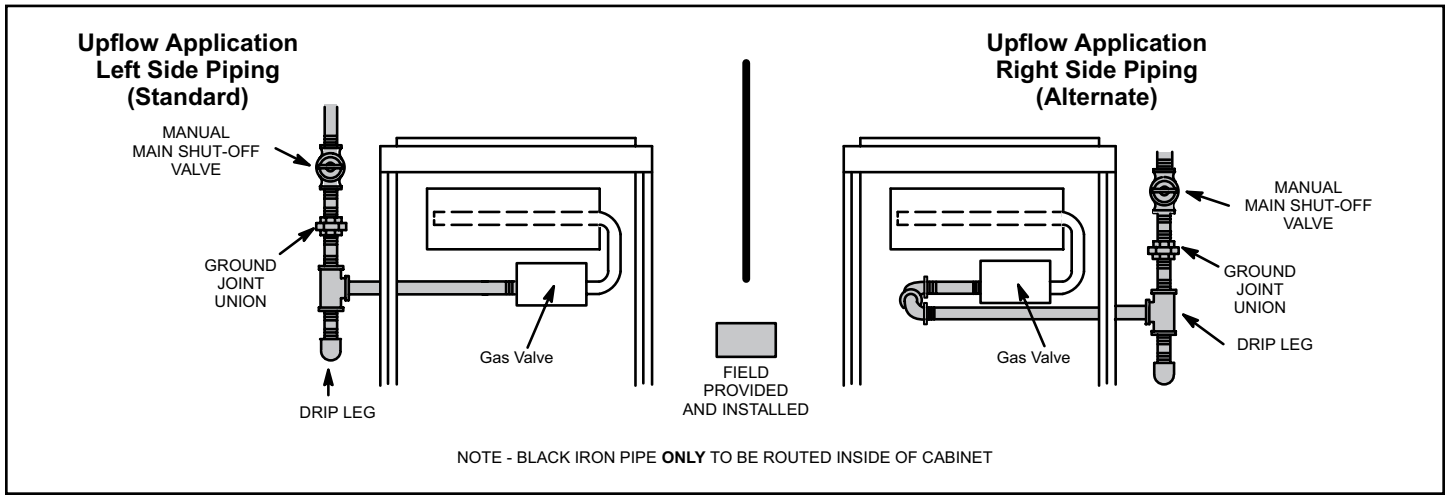
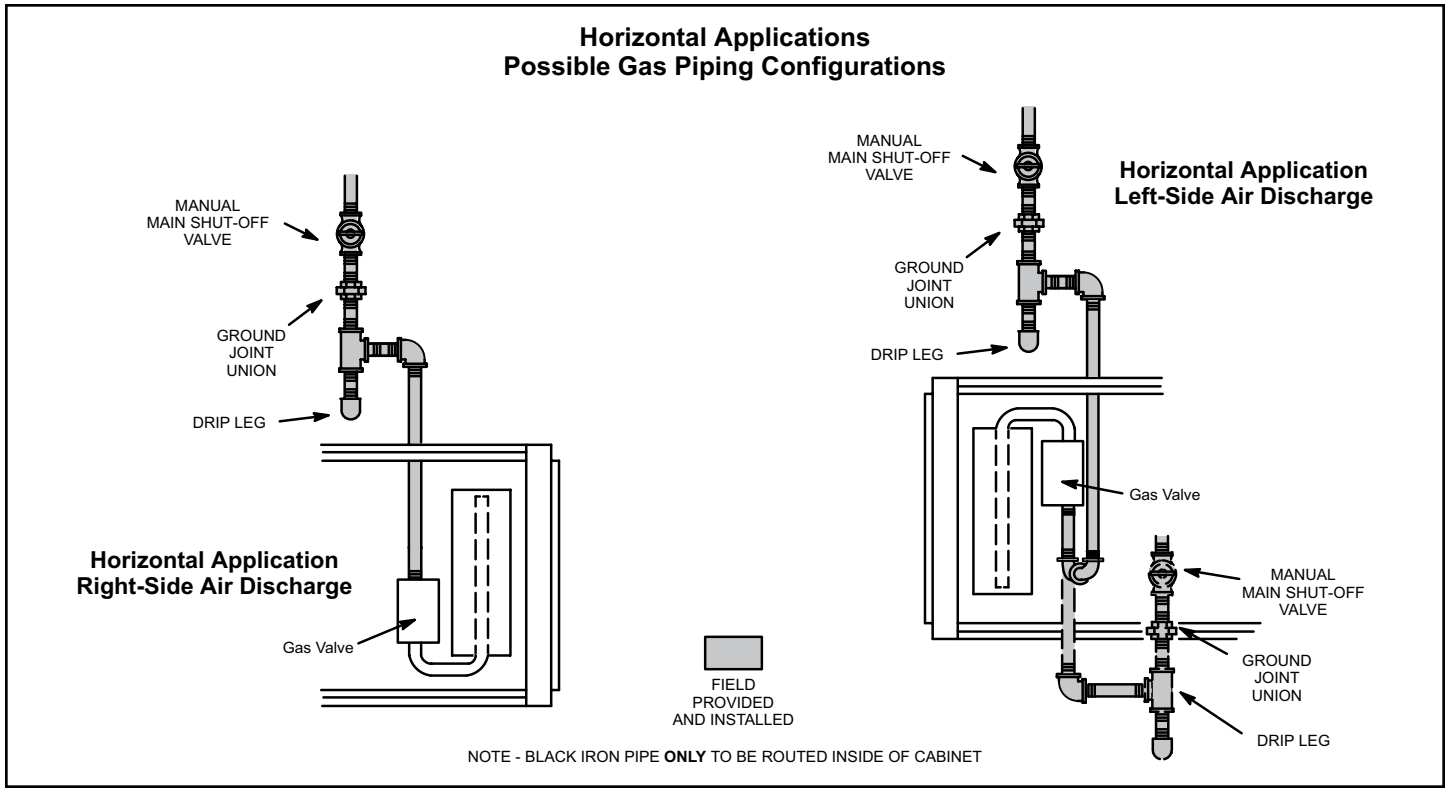

Figure 61. Gas Piping
Figure 62. Gas Piping
1. Gas piping may be routed into the unit through either the left or right hand side. Supply piping enters into the gas valve from the side of the valve as shown in Figure 61 and Figure 62.
3. Gas piping must not run in or through air ducts, clothes chutes, chimneys or gas vents, dumb waiters or elevator shafts. Center gas line through piping hole. Gas line should not touch side of unit. See Figure 61 and Figure 62.